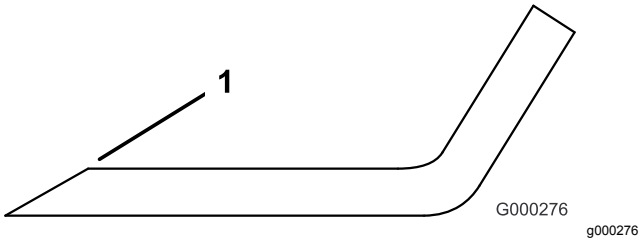

Figuur 79
1. Gebruik een vijl om de snijranden aan beide uiteinden van het mes te slijpen (Figuur 79).